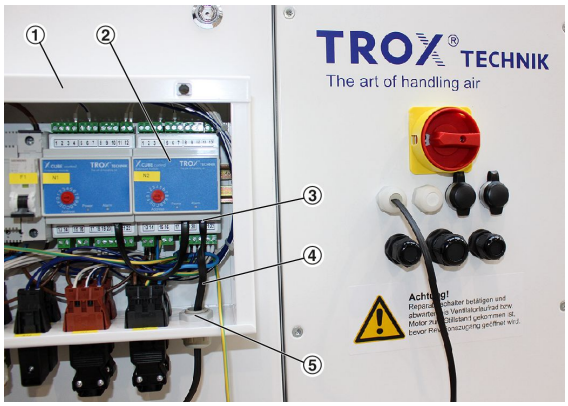

Abb. 4: MSR Modul
3. ▸ Deckel am MSR-Modul (Abb. 4 /1) öffnen und am Extension Modul (Abb. 4 /2) die Adresse des Zubehörs einstellen *auf Seite 7* .
Die im Lieferumfang enthaltene Bus-Anschlussleitung (RJ12) (Abb. 4 /4) durch die Leitungseinführung (Abb. 4 /5) in das Gehäuse des MSR-Moduls einführen.
Die Bus-Anschlussleitung anschließend am Extension-Modul in die RJ12 Buchse (Abb. 4 /3) einstecken.